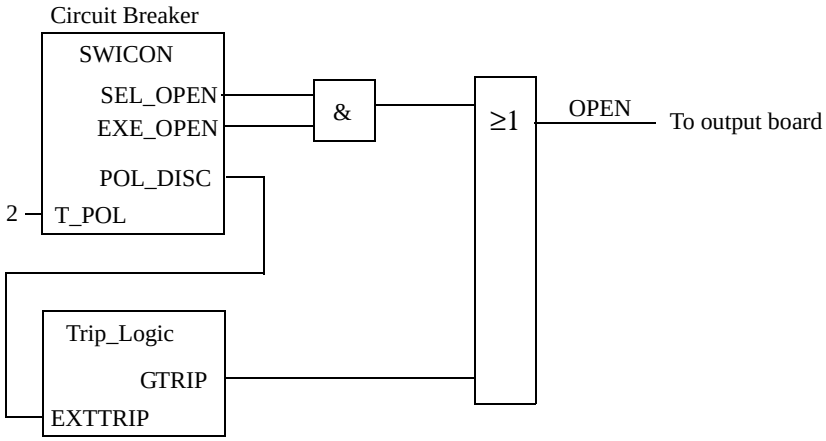

Figure 34: Connection of the pole discordance trip from SWICON via the tripping logic
The pole discordance function included in the SWICONA(B) is based on checking the positions of the auxiliary contacts on the breaker. The connection of the trip signal is made according to Figure 34: and to the output board in the same way as for other protections (See “Protections” on page 189.). The T_POL time delay to trip is set to 2 seconds as a default value. Since only one tripping logic is available in the control terminal, the POL_DISC output is connected directly to the OR gate for the open command, if more than one circuit breaker is included in the terminal.